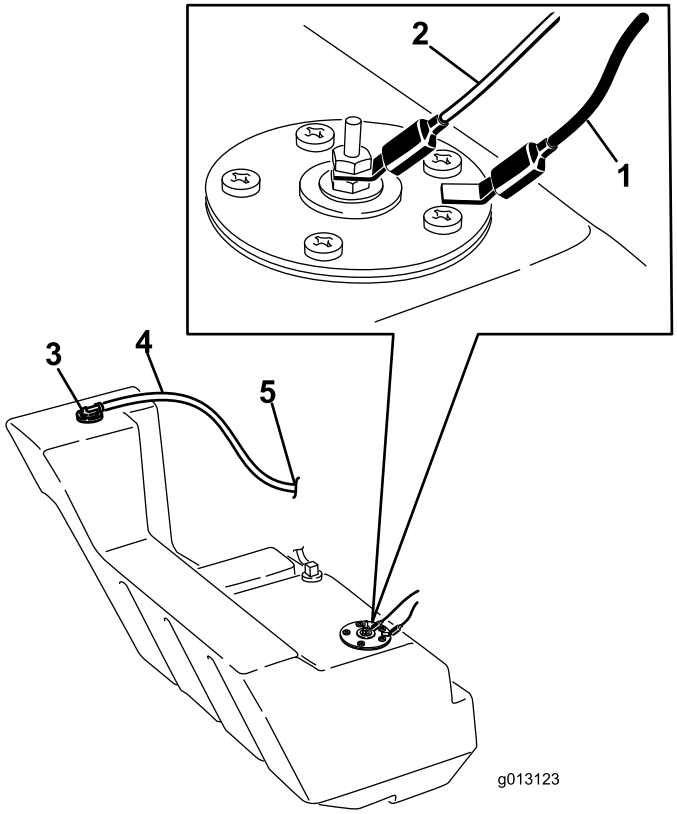

Figur 59
11. Koppla bort de båda ledningarna som går till tankens högra sida (Figur 59).
20. På höger sida av tanken ansluter du den orange ledningen till mittpolen och den svarta ledningen till den yttre polen (Figur 59).